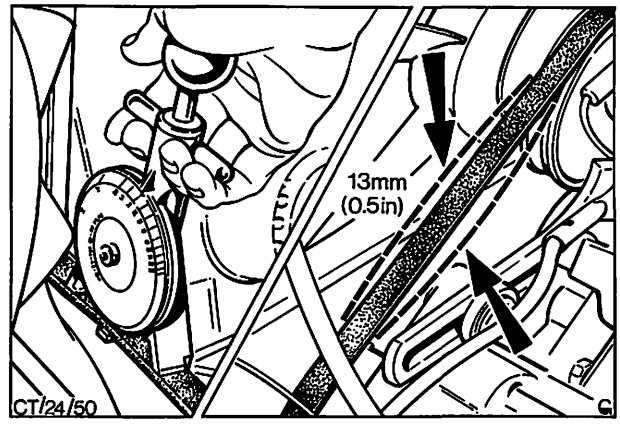

Abb. 11 Gesamtspiel des Keilriemens prüfen
1. Befestigungsschrauben und Einstellasche der Lichtmaschine, bzw. beim Dieselmotor Vacuumpumpe oder Spannrolle – Lüfter lösen und durch Schwenken der entsprechenden Anbauteile Keilriemen so weit spannen, daß das Gesamtspiel an der längsten Spannweite 13 mm beträgt, ggf. Prüfgerät verwenden, Abb. 11 bis 15.
Keilriemen so weit spannen, daß das Gesamtspiel an der längsten Spannweite 13 mm beträgt, Abb. 11, ggf. Prüfgerät verwenden.